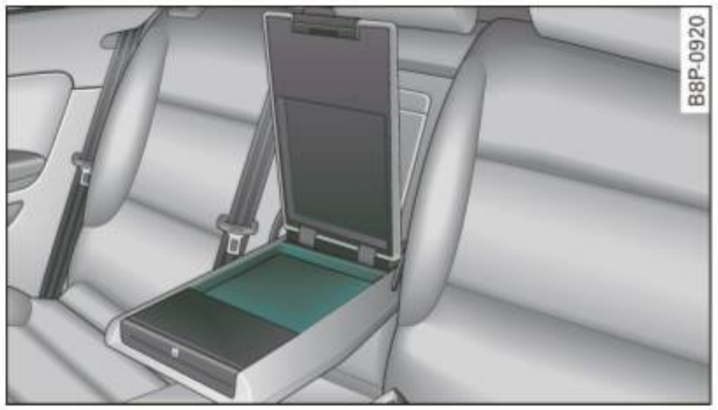

Fig. 79 Center of the rear seatbench: rear armrest folded down
– Pull the armrest down on the front ⇒ fig. 79.